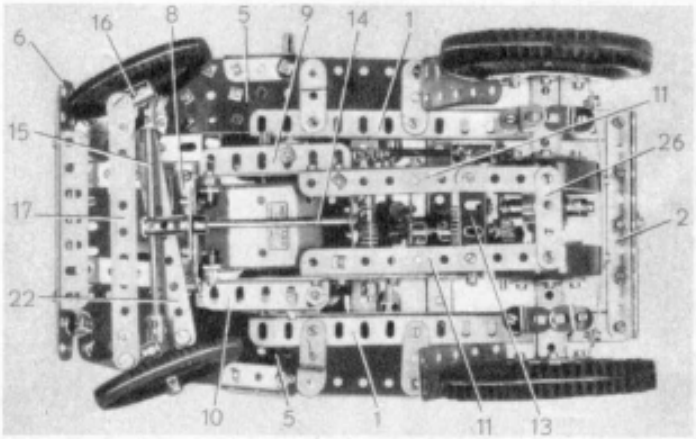

Fig. 4.
Dans un de ces accouplements (fig. 4) passe une tringle de 25 mm. tenue par une bague d'arrêt. Un accouplement (16) est bloqué à l'extrémité inférieure de la tringle de 25 mm. De l'autre côté du train avant, la disposition est la même mais la tringle de 25 mm. est remplacée par une tringle de 4 cm. et un accouplement est bloqué sur la tringle, au-dessus de la bague d'arrêt. Il servira à la commande de direction.